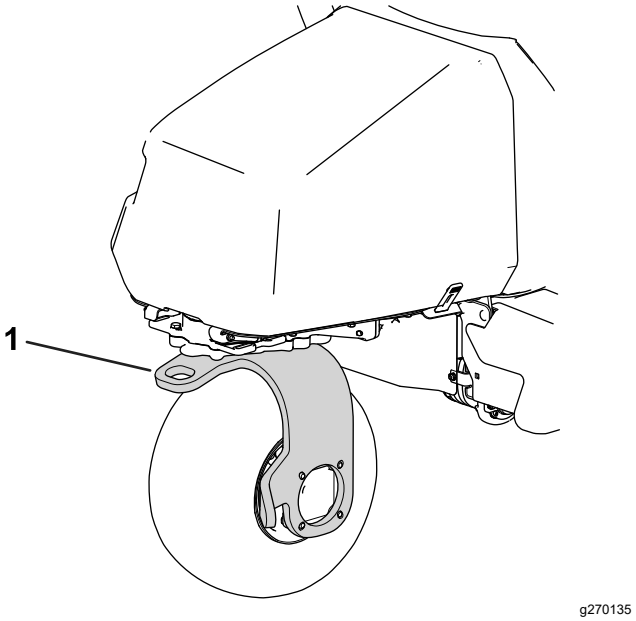

Figuur 34
13. Gebruik de achterste zwenkwielvork om de machine te slepen (Figuur 34).